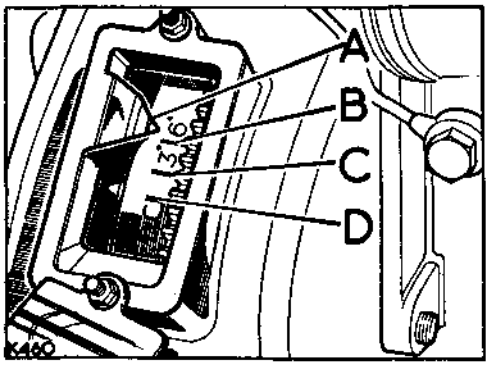

**Fig. A1-95. Timing marks on flywheel, early engines**
5. Temporarily refit the front cover and ensure that the timing marks are still correctly aligned at the flywheel or front cover as applicable. Figs. A1-95 and A1-96 refer. Then, providing the camshaft has not been rotated, this will ensure that the engine valve timing has not been inadvertently disturbed. If there is any doubt, check as detailed in 'Valve timing procedure', Operation A1-27.